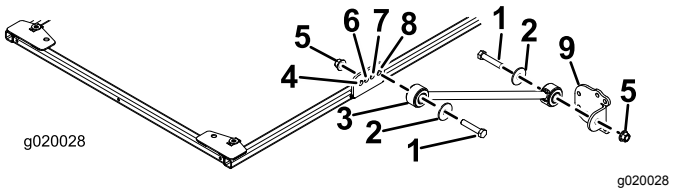

Figure 20
- Pour les modèles 03820, 03821, 30604, 30605, 30608 et 30609, fixez légèrement un raidisseur de chaque côté du cadre du pare-soleil dans le trou **arrière** du support de raidisseur à l'aide d'un boulon (1/2" x 2-1/2"), d'une rondelle (1/2") et d'un écrou à embase (1/2"), comme montré à la Figure 20.
8. Fixez légèrement un support à chaque raidisseur à l'aide d'un boulon (1/2" x 2-1/2"), d'une rondelle (1/2") et d'un écrou à embase (1/2"), comme montré à la Figure 20.